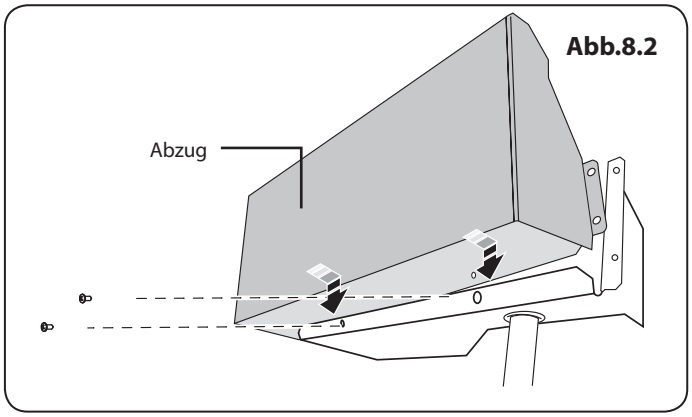

Abb.8.2
2. Halten Sie den abnehmbaren Abzug an die Grillabzugsöffnung. Stellen Sie sicher, dass der Untergurt des abnehmbaren Abzugs in den des festen Abzugs passt und befestigen Sie ihn mit den vier beiliegenden Schrauben (**Abb.8.1** und **Abb.8.2**).
3. Sobald der Abzug angebracht ist, befestigen Sie das untere Ende des Abzugs mit den beiden mitgelieferten Schrauben (**Abb.8.2**).